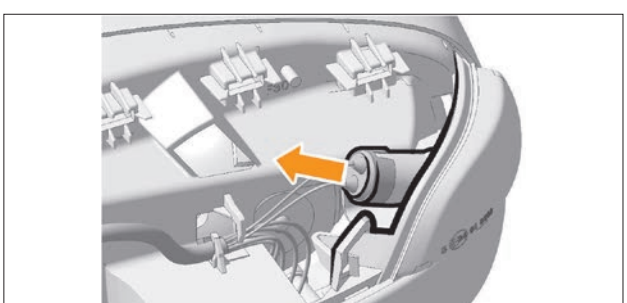

Рис. 8.20. Извлечение патрона
- извлеките патрон из его посадочного места (рис. 8.20);